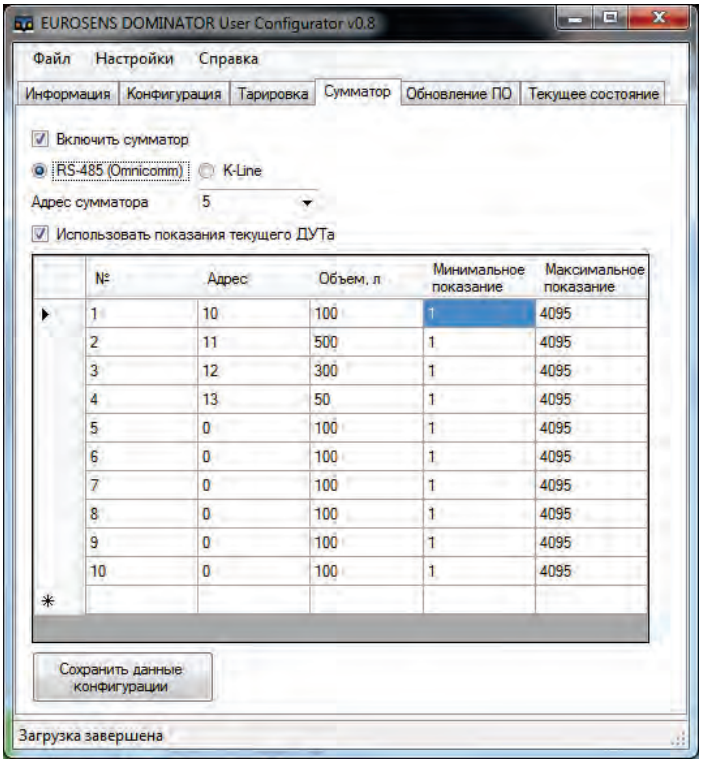

Рис.48
Продолжение примера программирования на рис. 48.
1) В качестве адреса СМТ указывается адрес сумматора, а адрес ДУТ согласно его расположению и данным из таблицы ведомых датчиков (см. рис.48).
настройками в таблице сумматора (см. рис.48).